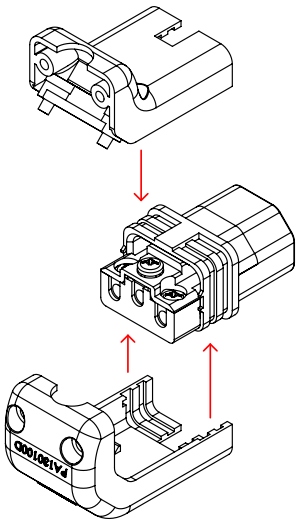

Рис. 12
4. Перевернуть контактную группу и закрыть внешний корпус. Ориентация разъема «угловой вверх» теперь должен находиться в положении «угловой вниз» или наоборот (рис. 12 и 13).